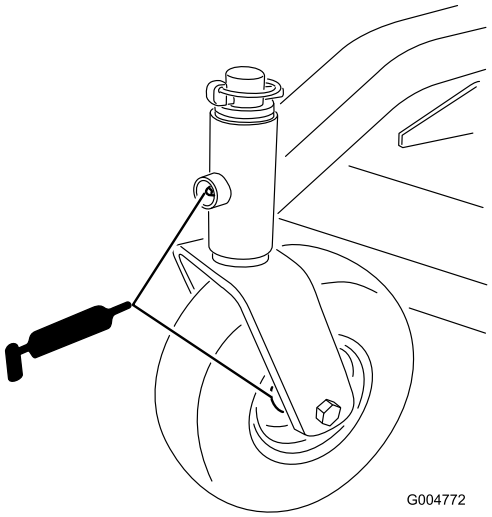

**Figure 15**
- Bagues de pivots de roues pivotantes avant (Figure 15)
- Roulements de roues pivotantes avant et arrière (Figure 15)